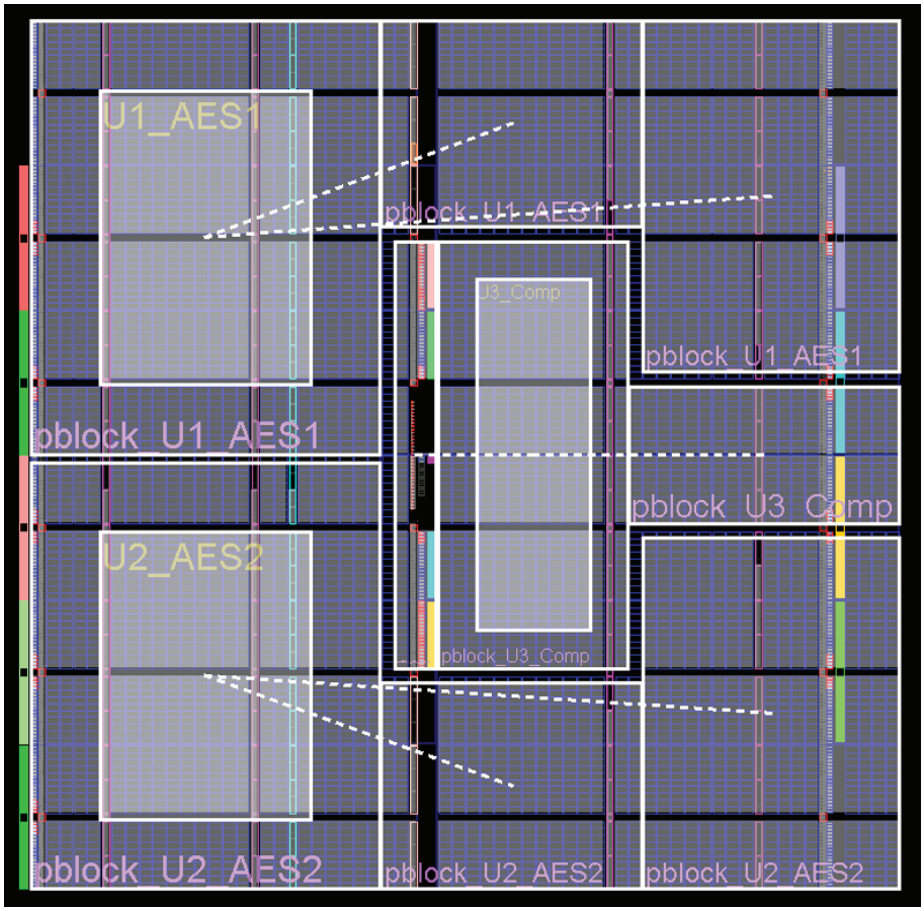

Figure 3-46: **Final Layout**
69. The final layout is shown in Figure 3-46. Each block is separated by one CLB to ensure SCC isolation. A block RAM, DSP, IOB, or any other site type that contains a Global Switch Matrix (GSM) can be used for this isolation.